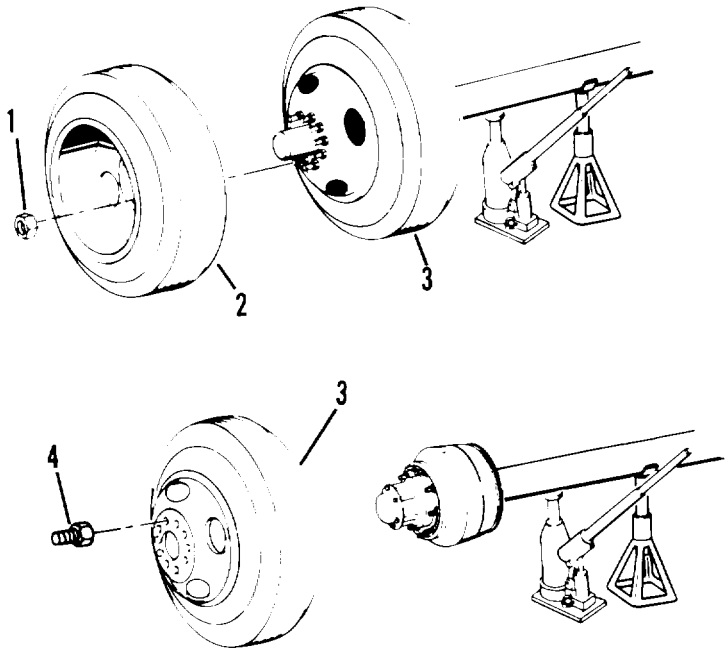

Figure 4-39. Tire and wheel removal.
(1) Set chock blocks opposite the set of wheels being removed.
(2) Loosen, but do not remove ten lug nuts (1, figure 4-39).
(3) Jack up axle until wheels (2 and 3) are clear of the ground.
(1) Install inner wheel (3, figure 4-39) and ten lugs (4).
(2) Install wheel (2) and ten lug nuts (1). The valve stem must be 180 degrees from the valve stem of the inner wheel. Torque lug nuts to 400-450 lb ft (542-612 Nm).
(3) Remove jack stands and lower semitrailer.
(4) Remove chock blocks and stow in brackets.